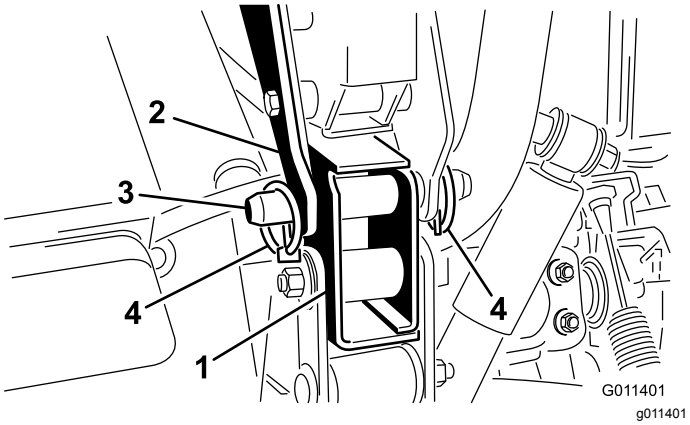

**Figur 8**
6. Fest hver bakre monteringsbrakett til kjøretøyrammen med en splittpinne og to ringstifter (Figur 8).